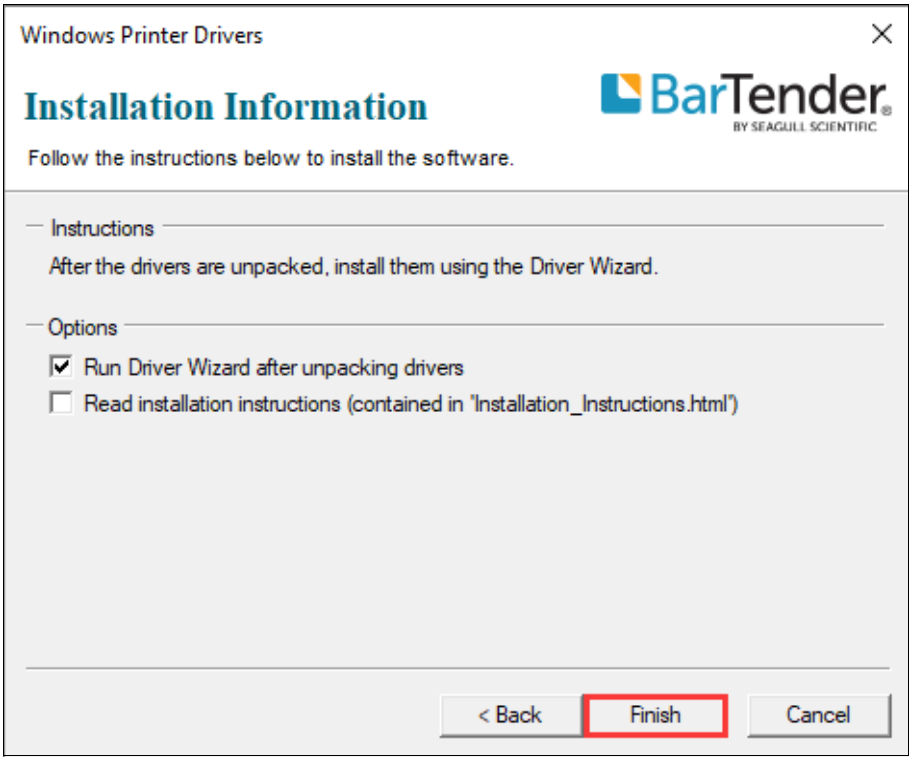

Figure 2-33 Installation Information Screen
5. On the "Installation Information" screen, check the box that says "Run Driver Wizard after unpacking drivers", then click "Finish", as shown in Figure 2-33.